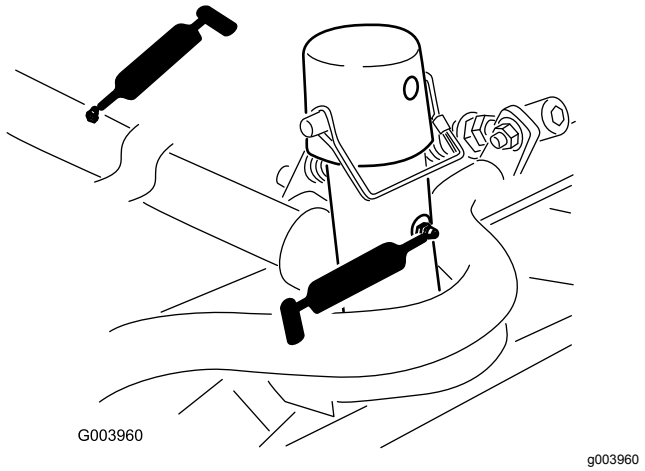

Figur 64
- Klippenhetens bärram och svängtapp (2 var) (Figur 64)